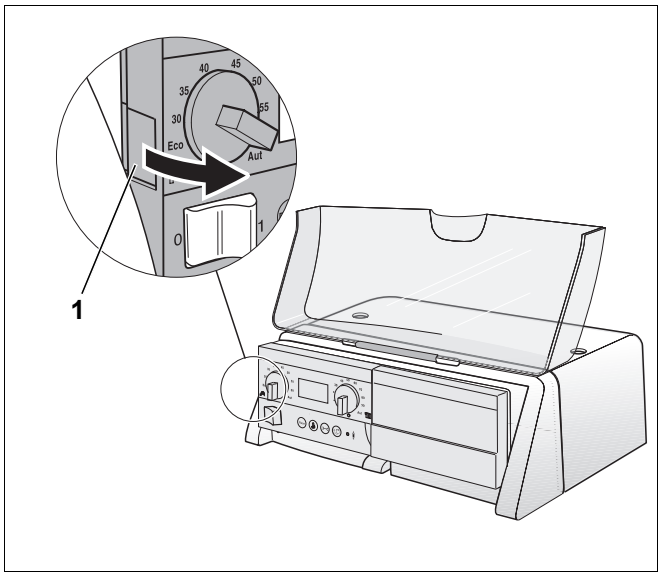

Рис. 2 Демонтаж главного регулятора
- Нажать фиксирующий язычок (рис. 2, **поз. 1**) на главном регуляторе.